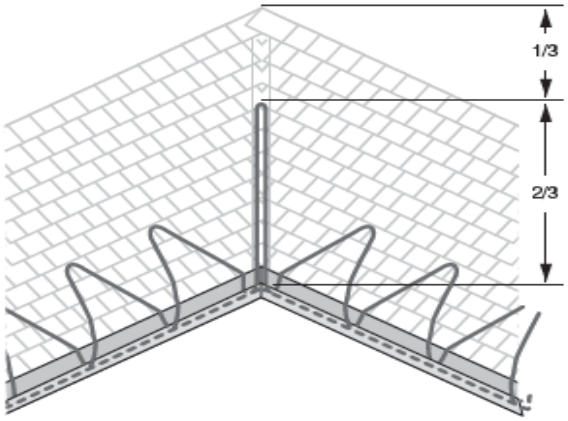

Figure 8 Valleys
- Trace two-thirds of the way up each valley with a double run of heating cable as shown in Figure 8.